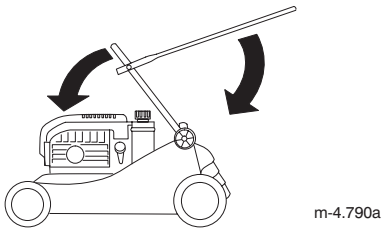

Bild 23
3. Kippen Sie das Griffunterteil vorsichtig nach vorne, bis es den Motor berührt (Bild 23).
4. Kippen Sie das Griffoberteil vorsichtig nach hinten, bis es flach liegt (Bild 23).